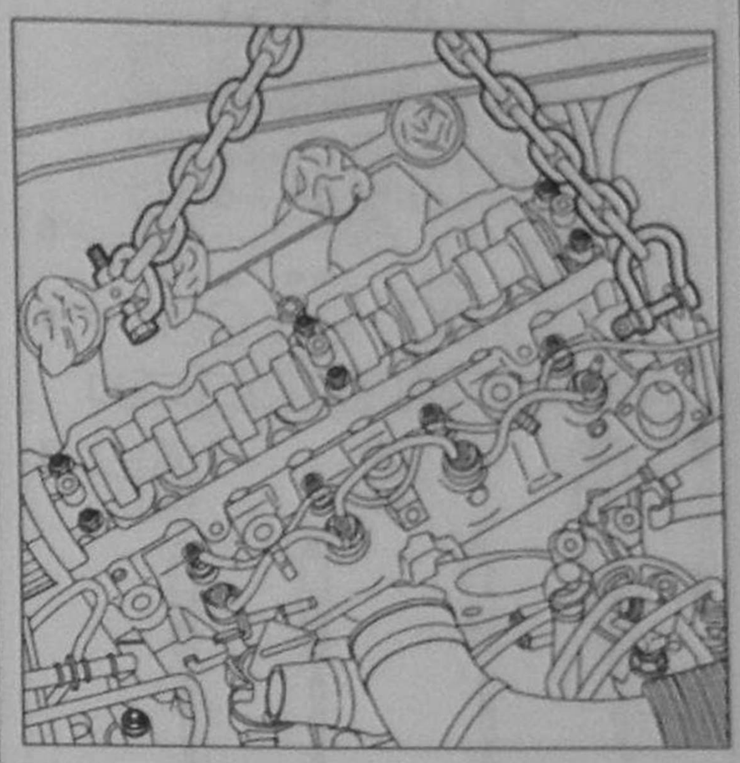

Рис. 6.215. Используя таль (лебедку), снимите головку блока цилиндров.
24. Установите цепную стропу (рис. 6.215).